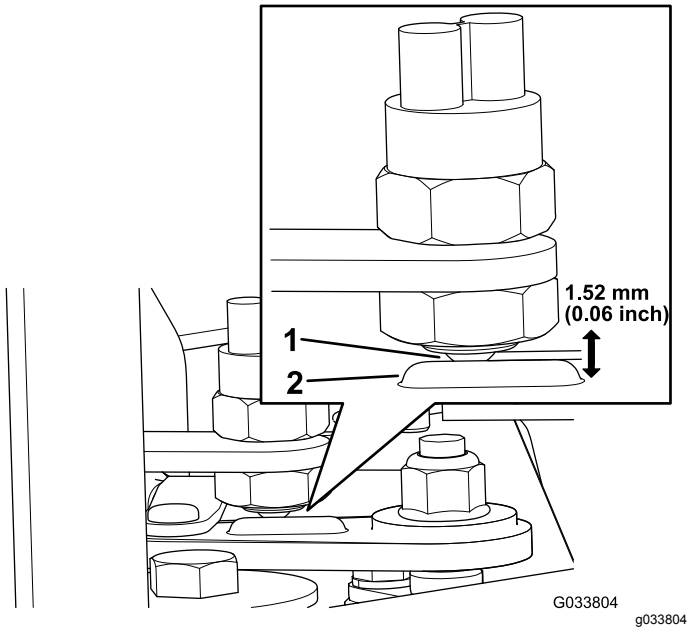

Figuur 5
2. Zorg ervoor dat de kogelschakelaar vóór de verdikking op de schakelhendel zit (Figuur 5).
3. Stel de diepte van de kogelschakelaar af tot de afstand tussen de verdikking van de schakelhendel en het oppervlak van de kogelschakelaar 1,52 mm bedraagt (Figuur 5).